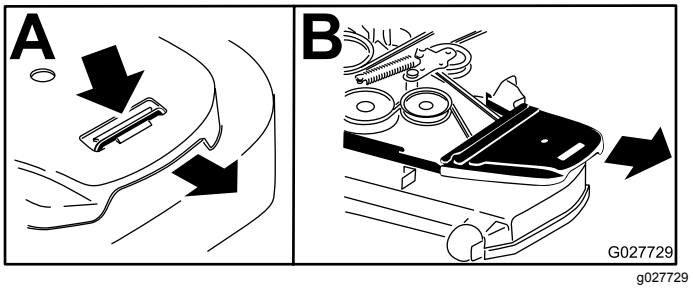

Figuur 83
6. Verwijder de aandrijfriemkappen (Figuur 83).